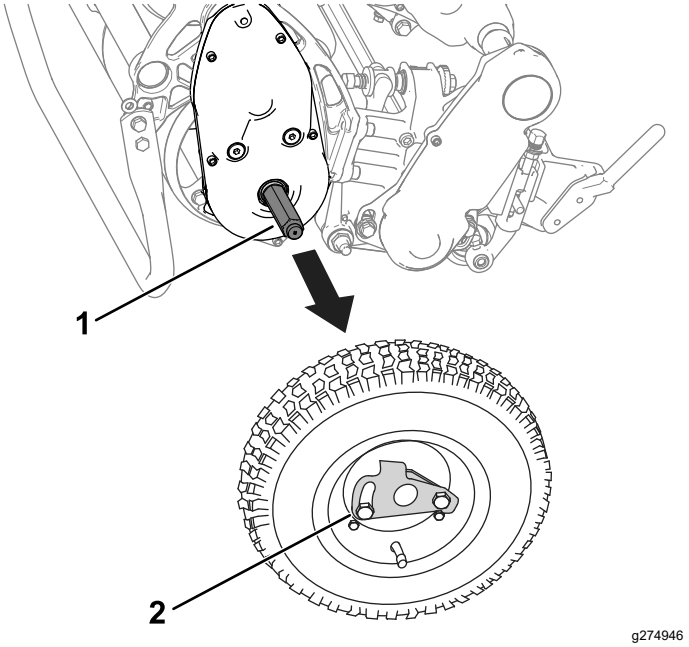

Figur 20
3. Avlägsna transporthjulen genom att trycka ut hjullåsklämmorna ur axlarna (Figur 20).